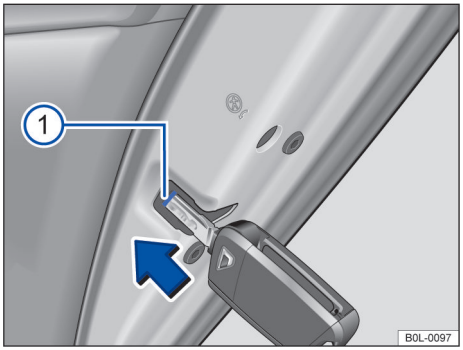

图 44 右侧车门锁止装置旁：用应急钥匙闭锁车辆
– 将钥匙头插入槽口 →图 44 ① 内并沿箭头方向向内按压，直至槽口内的闭锁装置卡止。